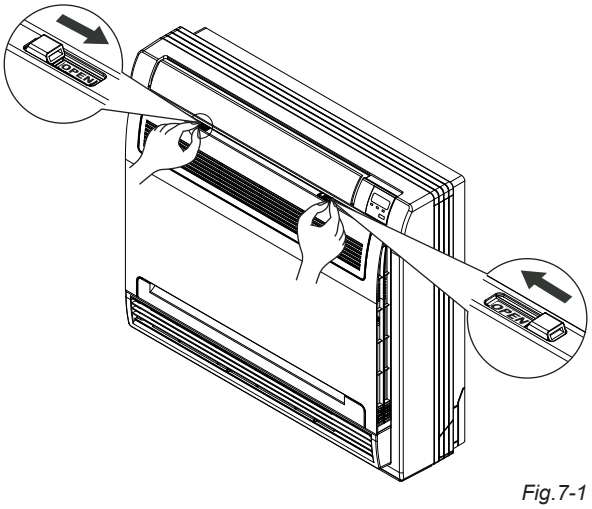

Fig.7-1
- Slide the two stoppers on the left and right sides inword until they click .*(Refer to Fig.7-1)*